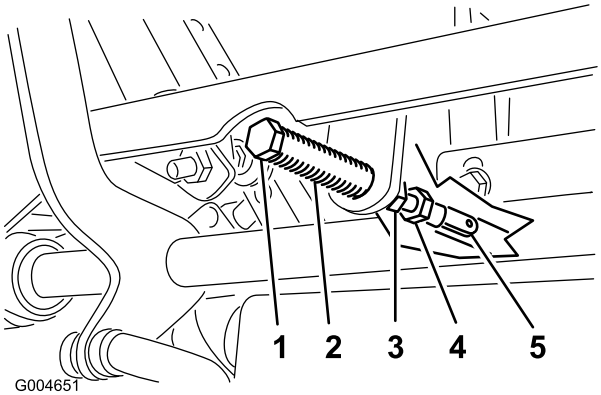

Figur 53
5. Træk håndtaget tilbage, indtil gaffelbolten (på en arm over drejeakslen) berører enden af åbningen (begynder netop at lægge tryk på fjederen) som vist i Figur 53.
7. Hvis justering er nødvendig, skal møtrikken og kontramøtrikken løsnes mod gaflen (Figur 53).
8. Foretag et let, bagudgående tryk mod bevægelseshåndtaget, drej hovedet på justeringsbolten i den relevante retning, indtil håndtaget sidder i midten i den NEUTRALE LÅSEPOSITION (Figur 53).
9. Spænd møtrikken og kontramøtrikken (Figur 53).
10. Stram kontramøtrikkerne ved kugleleddene (Figur 53).